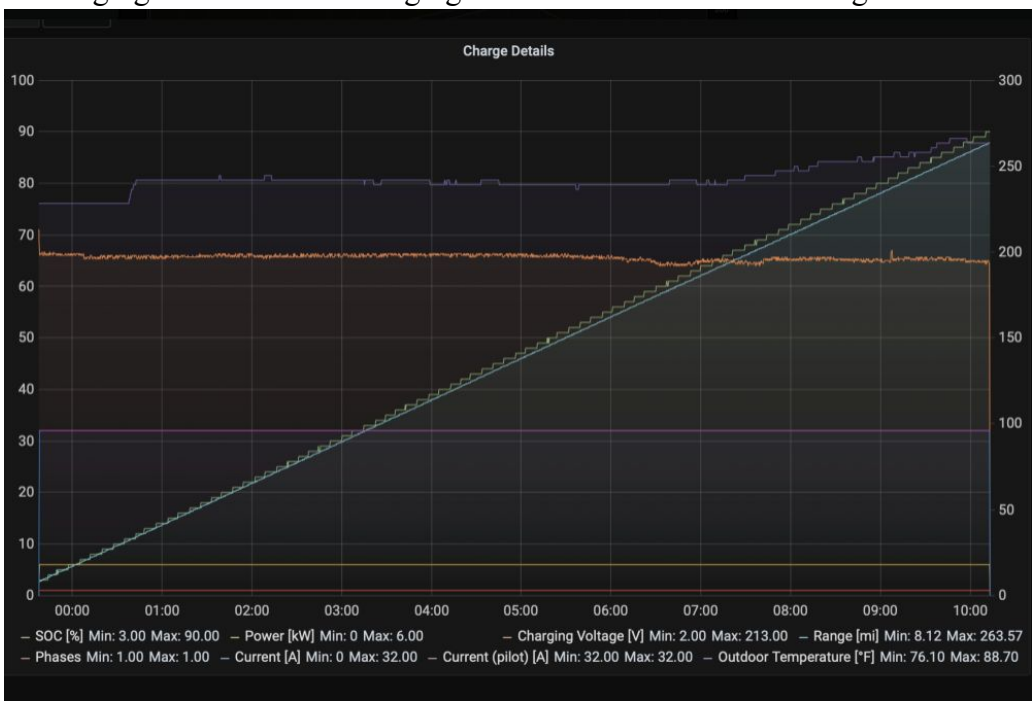

Figure 1: AC Charging from Trevor Mahlmann for his Tesla Model 3 LR Dual Motor over 10 hours at 6kWh (Level 1 Charging)
- Figure 1: AC Charging from Trevor Mahlmann for his Tesla Model 3 LR Dual Motor over 10 hours at 6kWh (Level 1 Charging) 10